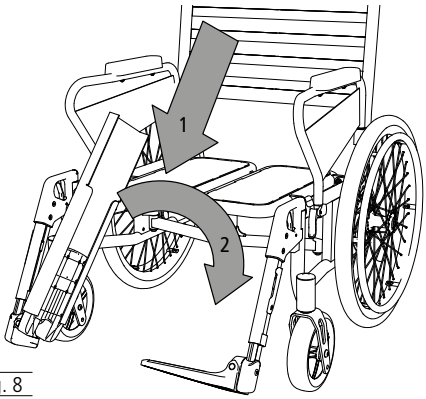

fig. 8
2. Fissare la pedana sul poggiapiedi girato verso l'alto (1, fig. 8) e ruotarla verso il basso (2, fig. 8) fine a che lo spazio libero sul lato opposto non coprirà interamente il poggiapiedi.